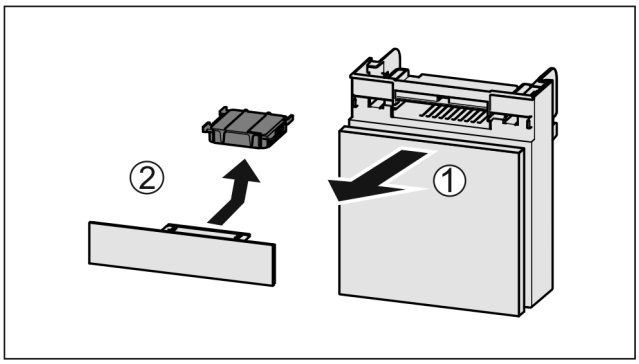

Fig. 63
▶ Pull out the compartment *Fig. 63 (1)*.
▶ Remove the carbon filter *Fig. 63 (2)*.